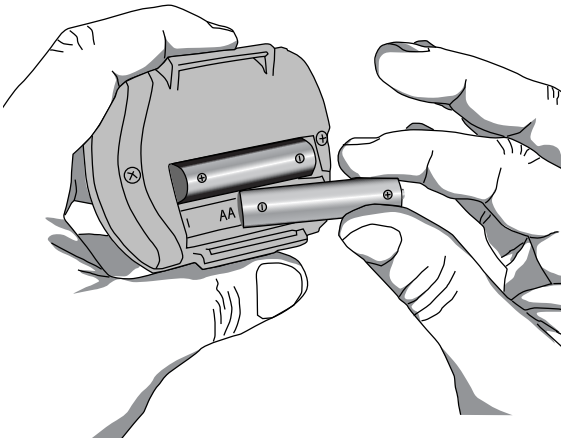

Abbildung 5: Batterien einlegen.
2. Legen Sie 2 vollständig aufgeladene oder neue AAA-Batterien ein (Abbildung 5). Die Ausrichtung der Batterien ist im Inneren des Batteriefachs dargestellt.